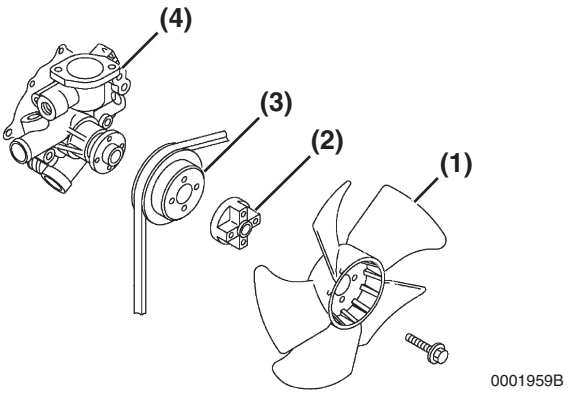

Figure 8-4
4. Remove the engine coolant fan guard (if equipped), engine coolant fan **(Figure 8-4, (1))**, spacer **(Figure 8-4, (2))** and engine coolant pump V-pulley **(Figure 8-4, (3))**.
6. Remove the engine coolant pump **(Figure 8-4, (4))**. Discard the gasket.